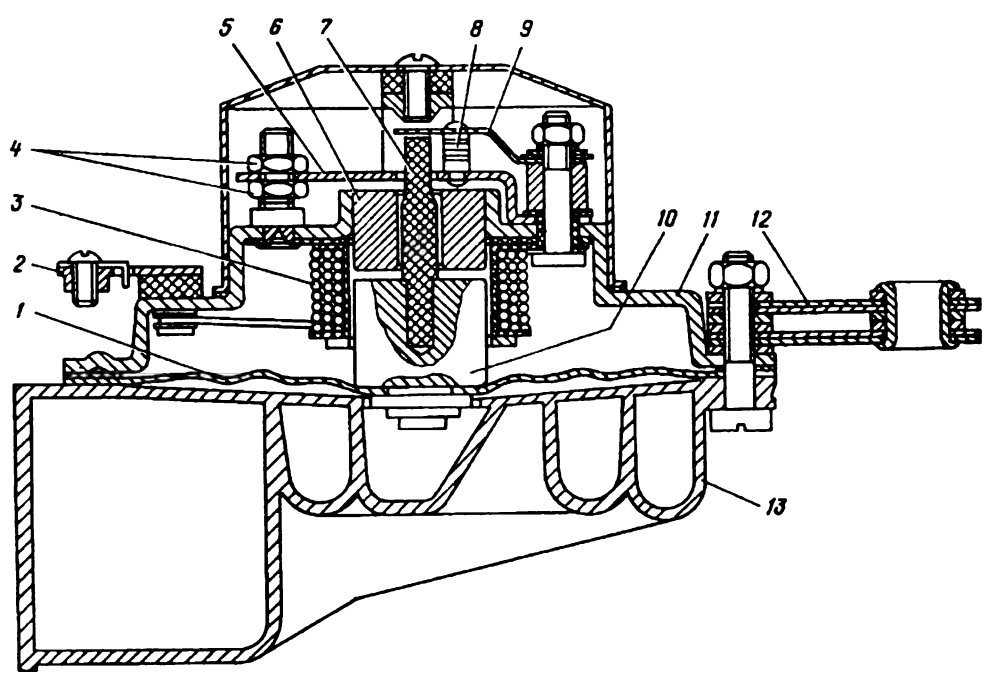

Рис. 271. Звуковой сигнал:
3. Включите регулируемый сигнал и прослушайте его работу. Если звук сигнала слабый, то произведите регулировку. Для регулировки перемещайте пластину вверх или вниз по стойке с помощью гаек *4* (рис. 271). Окончив регулировку, надежно затяните гайки.